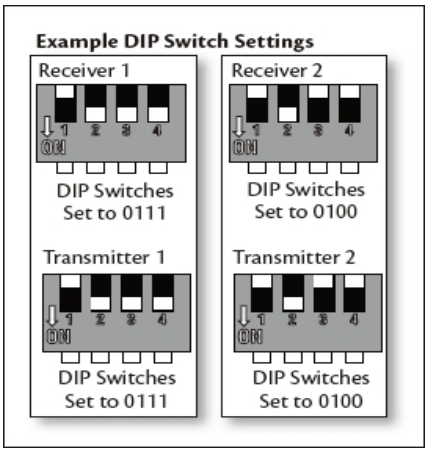

Rys. 11 Komora baterii pilotaRys **. 12 Przełącznik DIP odbiornika**
- Do obsługi pilota wymagane są 2 baterie AAA 1,5 V (rozmiar). Zdejmij pokrywę baterii z tyłu pilota i włóż 2 baterie AAA. Upewnij się, że bieguny są prawidłowe, jak pokazano w komorze baterii. (Rys.11) (Baterie nie są dołączone do zestawu).